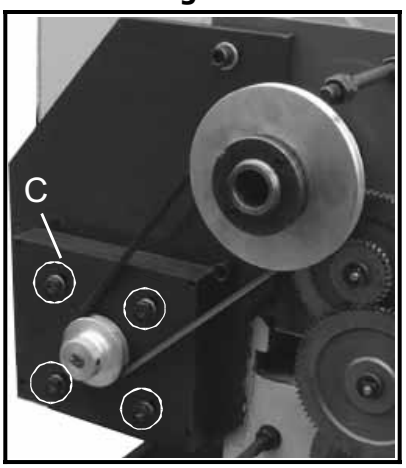

Fig. 20
2. Position the belt on the pulley as indicated in the feed chart. A is low speed, B is high speed. (Fig. 20)
Loosen the four nuts and screws (C, Fig. 20).